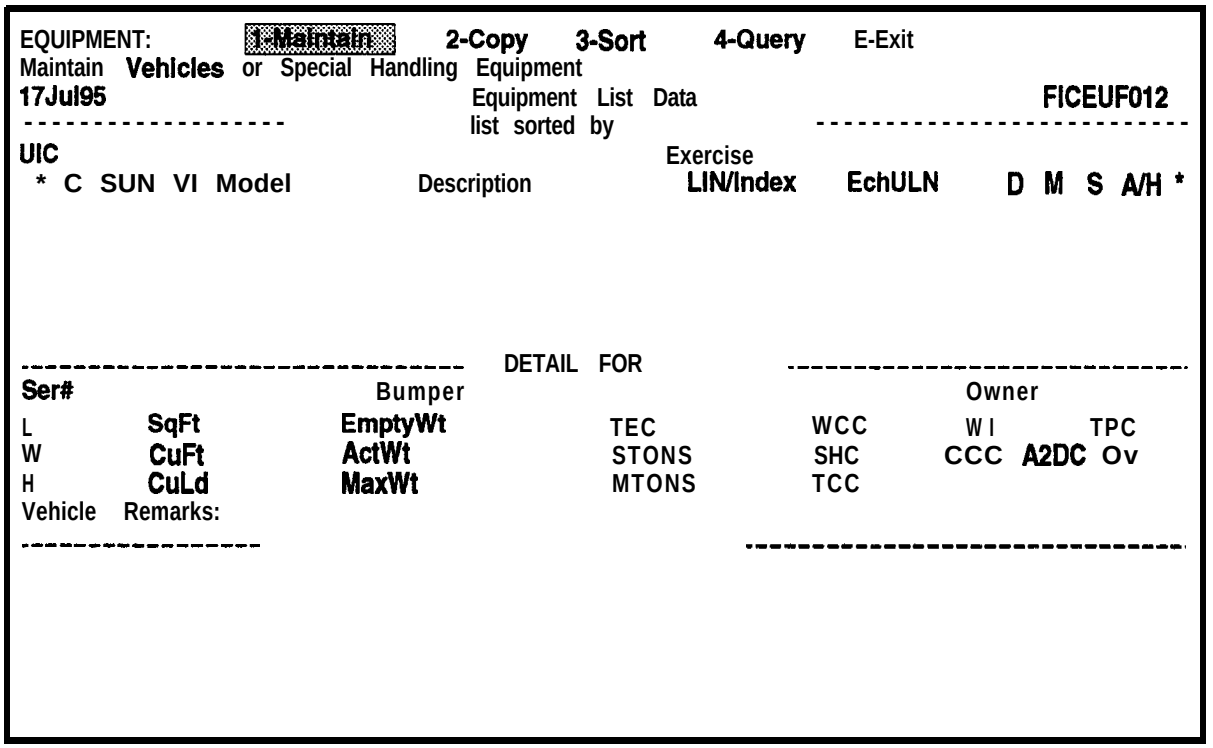

Figure 5-22. Blank Equipment List Data Screen with EQUIPMENT: ring menu at the top
b. Select **the Vehicle** option. A blank Equipment List Data screen will be displayed, as shown in Figure 5-22, with the EQUIPMENT: ring menu displayed at the top.